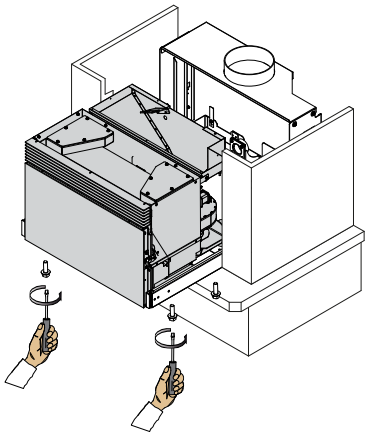

Afb. 6.1.11
11) Monteer de bevestigingsschroeven die waren verwijderd in punt 6.1.5 (Afb. 6.1.11)